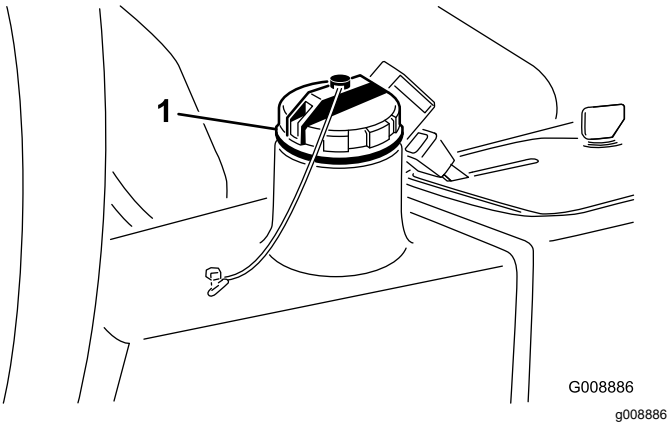

Figur 82
4. Fyll tanken (Figur 82) med cirka 22,7 liter hydraulvätska. Se Specifikation för hydraulvätskan (sida 54).